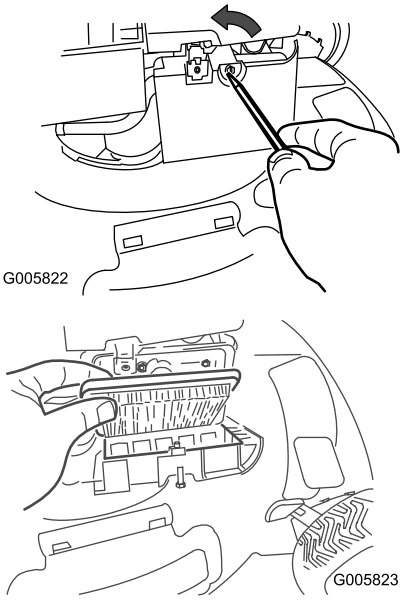

Figure 19
1. Use a screw driver to open the air filter cover (Figure 19).
2. Replace the air filter (Figure 19).